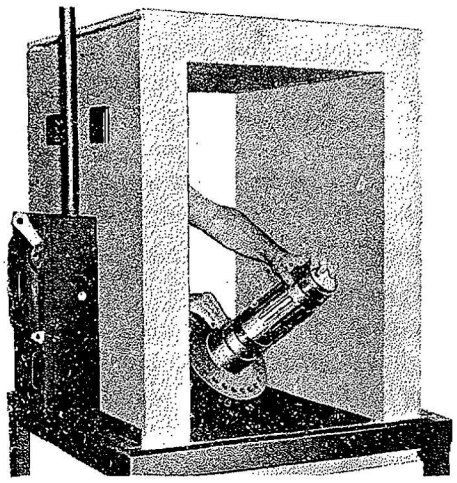

Figure 125—Demagnetizing Part After Magnetic Type Inspection
(1) Various preparations of iron oxide are on the market. Black iron oxide powder is recommended for use in a solution of varsol or ultrasene for detecting defects in magnetized engine parts. In cases where parts are discolored, a red iron oxide powder may be used in place of the black.
(2) It is important to keep the suspension uniform. A proportion of one ounce of iron oxide powder to one gallon of varsol is recommended. The fluid should be constantly agitated to prevent settling of the iron oxide particles. The suspension should not be used for more than eight hours without being tested for uniformity. If a hose is being used, the test sample should be taken from the hose.
(3) To test the suspension, fill a 100 c.c. graduate tube and allow the particles to settle. Place the tube in a demagnetizing unit, disturbing it as little as possible, but holding it close to one wall of the unit. Remove the tube slowly from the unit, and allow it to stand for thirty minutes. If, at the end of this time, the powder at the bottom of the tube reaches the 1½ c.c. mark and does not exceed the 2 c.c. mark, the proportion of iron oxide to liquid is satisfactory. If the test is not within these limits, the proportions should be altered so that the suspension will meet the necessary requirements.
h. DEMAGNETIZATION OF PARTS.—Parts should be demagnetized after inspection, or before being remagnetized for checking. To achieve this, place the part in the demagnetizing unit and turn on the current. Rotate the part inside the demagnetizer close to at least one wall of the unit to destroy the field which was induced in the part for its inspection. Refer to Figure 125. Withdraw the part slowly from the demagnetizer, leaving the current on. When the part is approximately 18 in. removed from the demagnetizer, the current may be shut off. To test for demagnetization, hold a compass approximately 6 in. from the part to be tested. If the deflection of the needle does not exceed 3 deg, the part may be considered satisfactorily demagnetized.